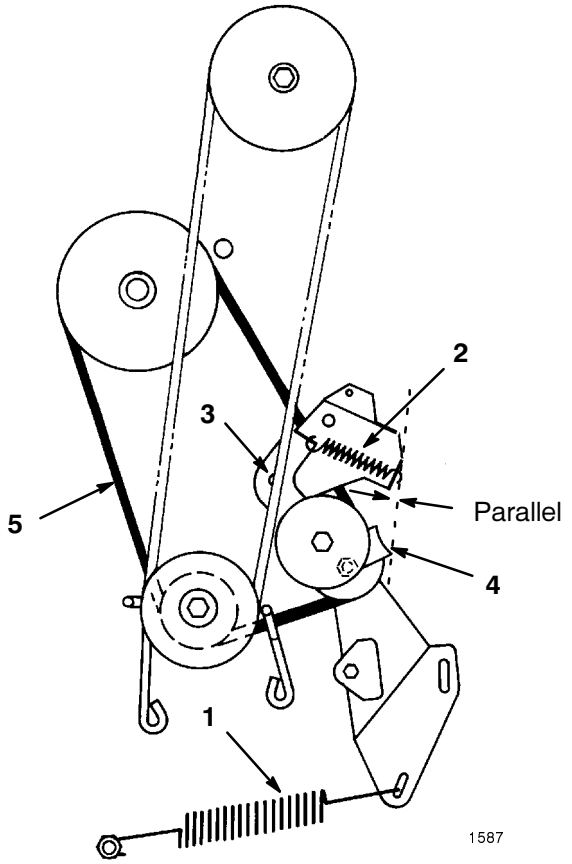

Bild 29
7. Haken Sie die große Antriebsfeder aus der Befestigungsschraube aus (Bild 29). Gehen Sie bei der Entfernung der Feder vorsichtig vor, denn sie steht unter starker Spannung.
8. Haken Sie die Spannfeder aus dem Spannscheibenbügel aus (Bild 29).
9. Entfernen Sie die Sicherungsmutter und Scheibe, mit denen der Spannscheibenbügel am Rahmen abgesichert wird und entfernen den Bügel (Bild 29).
10. Lockern Sie die Sicherungsmutter an der Spanscheibe soweit, bis sich die Riemenführung entfernen lässt (Bild 29). Ziehen Sie den Riemen von allen Riemenscheiben ab.
Hinweis: Stellen Sie sicher, dass, wenn Sie die Riemenführung auf die Spannscheibe aufziehen, der Rand der Riemenführung parallel zum Rahmen ist, siehe Bild 29.